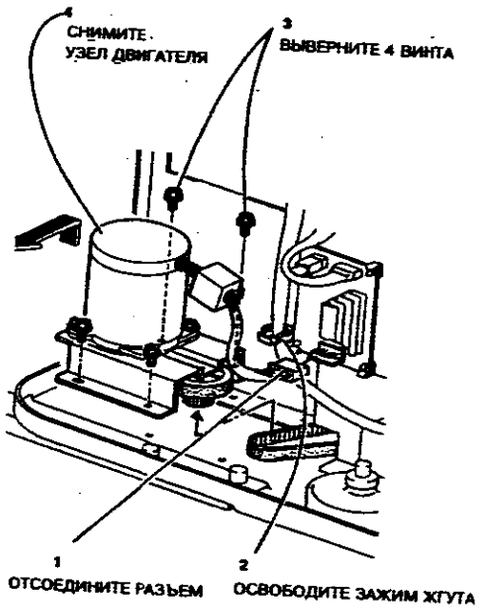

**Рисунок 1. Снятие узла двигателя ячеек**
2. (Рисунок 1) Снимите узел двигателя привода ячеек.